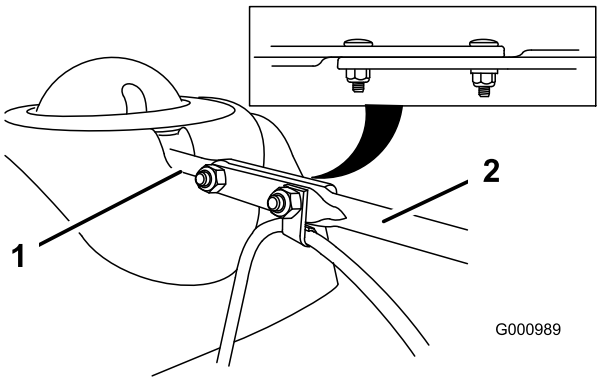

Figur 10
3. Ret den flade ende af den lange sliskekontrolstang ind efter den flade forende af den korte stang, der går ud fra kontrolpanelet, således at de passer ind i hinanden (Figur 10).